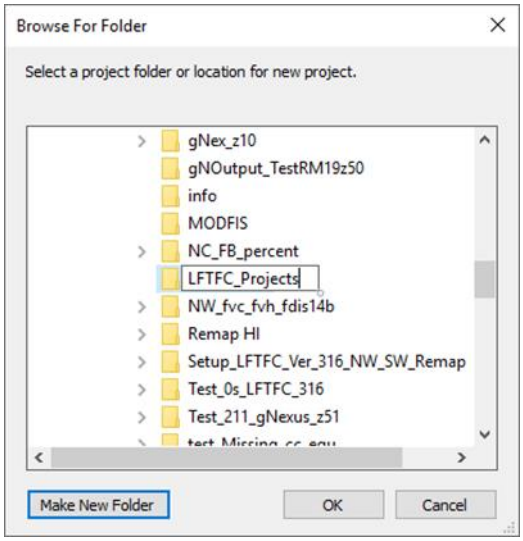

Figure 6-3. *Use dialog box to create a project folder.*
- The following **Browse for Folder** dialog box will open. Use this dialog box to select the project folder (Figure 6-3).